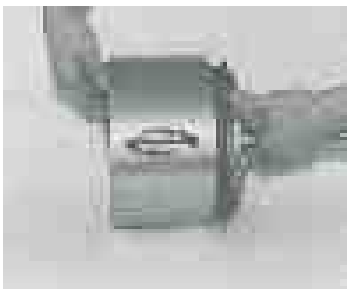

Fig.50
⑤ ピストン・ロッド／ＢＦダイヤフラムAss'yをシリンダに挿入し、ＢＦダイヤフラムＲのビードがセンターシリンダのＲ側に出るまで同芯を静かに押し込む。その際、挿入側の反対から手を入れ、ＢＦダイヤフラムを同時に引き出す。(Fig.50)